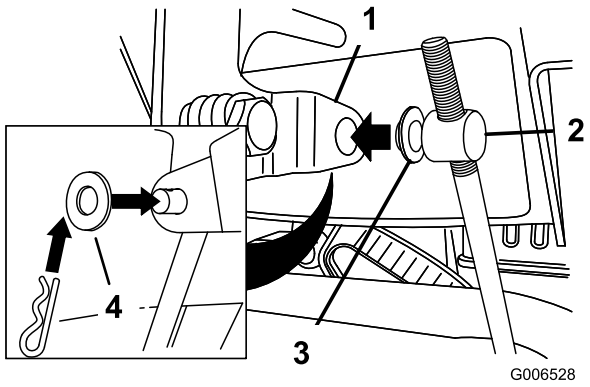

Figuur 11
3. Verwijder de R-pen en de buitenste ring van de draaipen aan het bovenste uiteinde van de bedieningsstang van de toerenregelaar (Figuur 11).
Opmerking: Laat de platte ring op de draaipen zitten om de montage gemakkelijker te maken (Figuur 11).
6. Til de bedieningsstang van de toerenregelaar op en steek de draaipen in de opening in de toerentalhendel (Figuur 11).
B. Maak de draaipen los van de toerenregelaar (Figuur 11).
C. Draai de draaipen naar beneden (linksom) op de bedieningsstang van de toerenregelaar (Figuur 11).